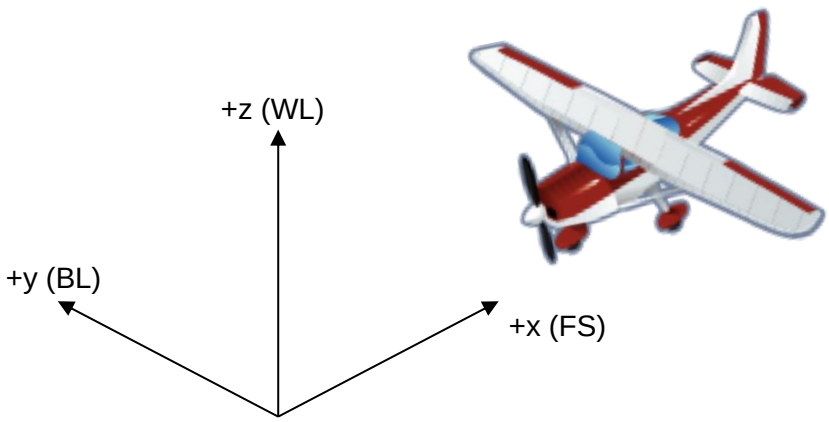

Figure 4-1 Aircraft Coordinate System Convention
Mass Properties, which include Weight, Center of Gravity (CG), and Moments of Inertia (MOI), shall be provided in Aircraft Coordinate System (ACS) as shown in Figure 4-1 below. The abbreviations FS, BL and WL stand for Frame Station, Water Line and Butt Line respectively. These terms come from a long tradition in ship design and building. (Side note: when discussing Weight and CG, it is typically referred to Weight and Balance)